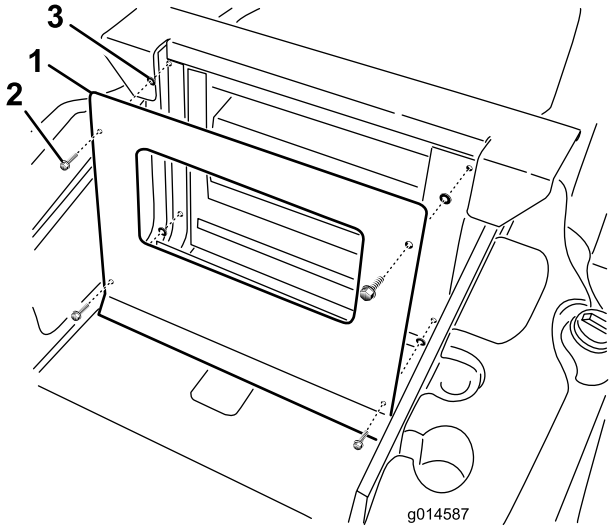

図 8
1. ファイア・ウォールをフレームに固定しているボルト（4本）を外す（図 8）。